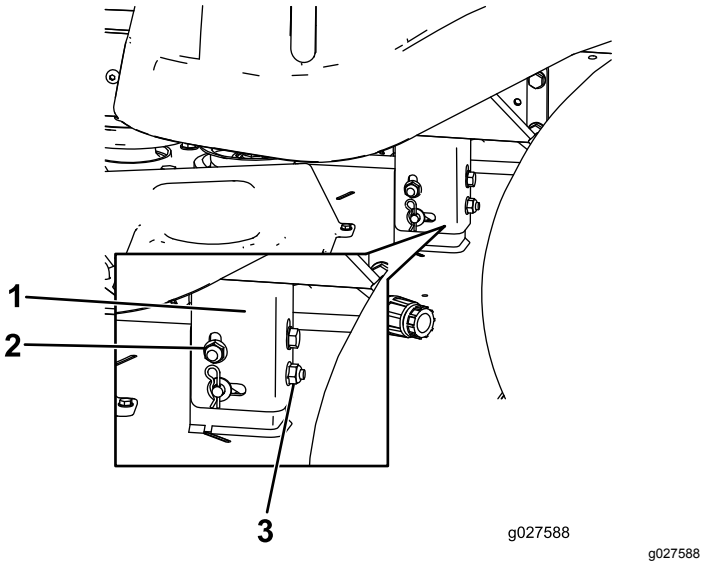

**Figur 61**
8. Hæv eller sænk venstre side af plæneklipper-skjoldet ved at dreje den bageste låsemøtrik (Figur 61).